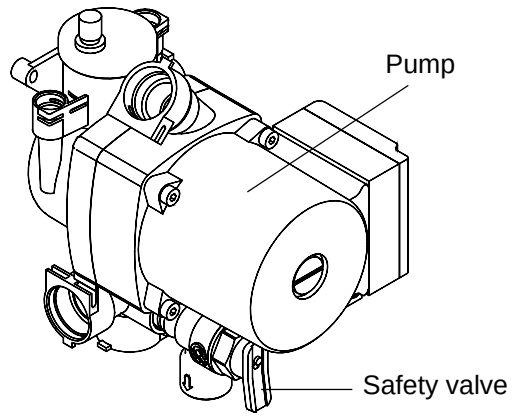

Fig. 16
6.6 PUMP HEAD fig. 16
6.7 SAFETY VALVE fig. 16